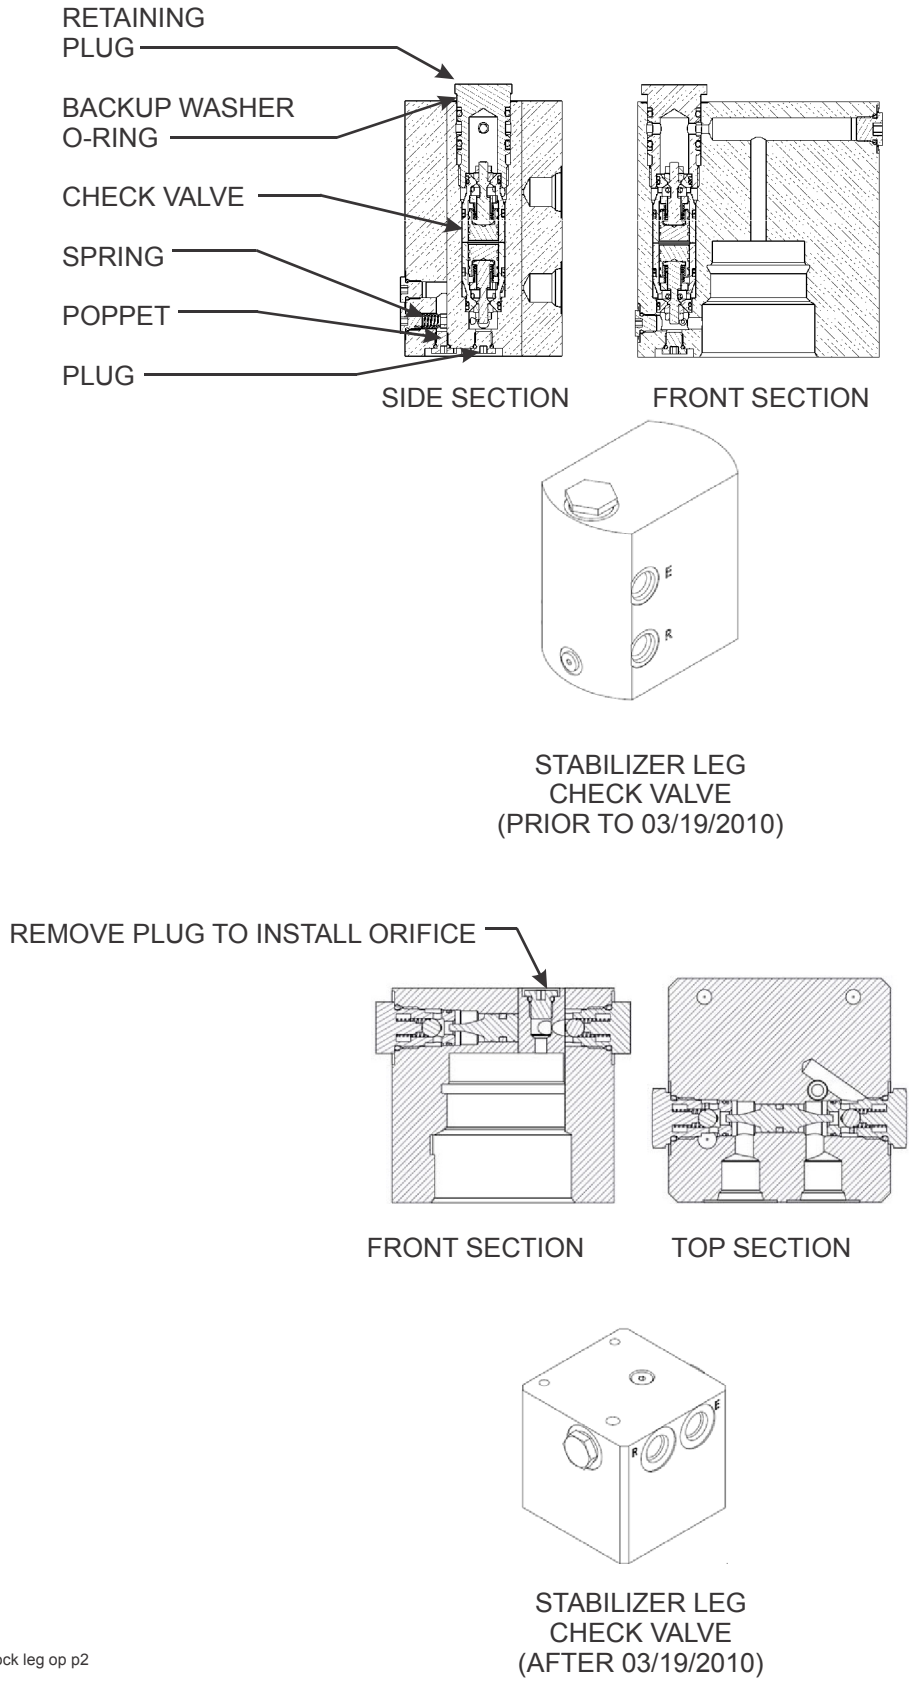

Figure 4-22: Stabilizer Leg Check Assembly
2. Remove retaining plug **(See Figure 4-22.)**